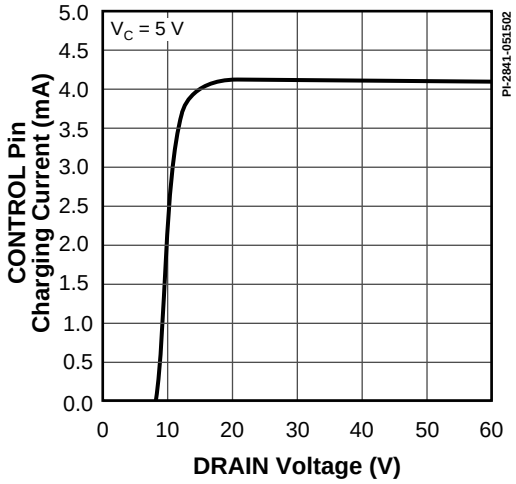

*Figure 44. $I_C$ vs. DRAIN Voltage.*
D. It is possible to start up and operate *DPA-Switch* at DRAIN voltages well below 16 V. However, the CONTROL pin charging current is reduced, which affects start-up time, auto-restart frequency, and auto-restart duty cycle. Refer to Figure 44, the characteristic graph on CONTROL pin charge current ($I_C$) vs. DRAIN voltage for low voltage operation characteristics.